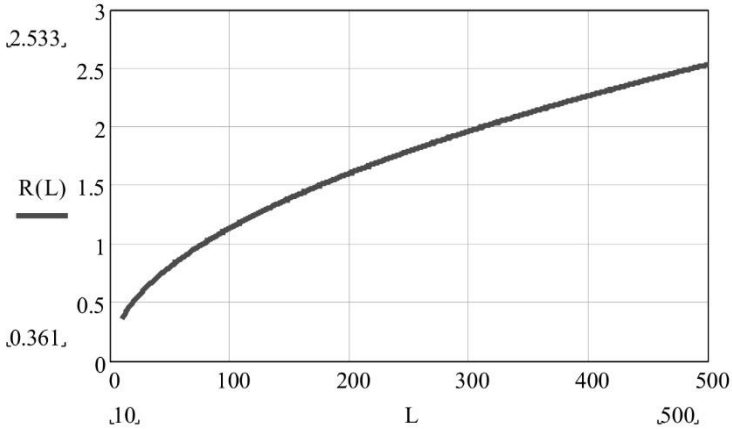

Рис. 4.3
4.4 Максимальная ширина ЧЗ на открытом участке зависит от угла наклона вектора поляризации антенн (угла наклона блоков) и расстояния между БПРД и БПРМ определяется для угла наклона по ориентировочному графику ориентировочному графику (см. рис. 4.3) при L (в метрах) равном половине расстояния между БПРД и БПРМ.
2) ширина ЗО зависит от ориентации БПРД и БПРМ, расстояния до отражающих предметов (заграждений, стен зданий и т. п.) и установленных порогов и может быть как меньше, так и больше приведенной на рис. 4.3.;